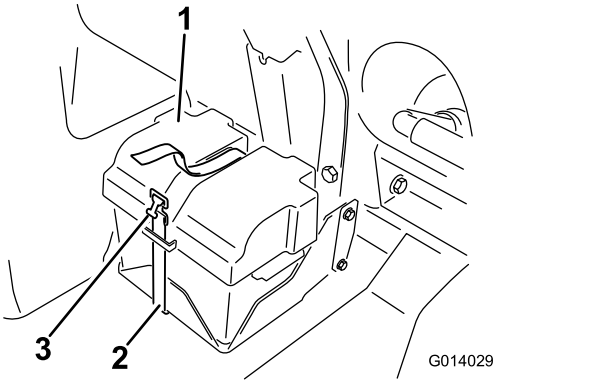

**Figur 89**
2. Avlägsna batterikåpan och lossa den jordade minuskabeln (svart) från batteripolen (Figur 89).
4. Montera batterikåpan och fäst den med remmen som togs bort tidigare (Figur 89).